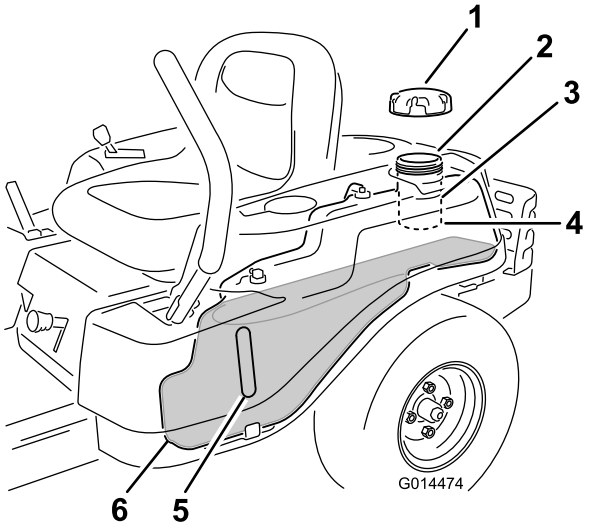

Figuur 9
Opmerking: Gebruik het brandstofvenstertje om voor het tanken na te gaan of er zich brandstof in de tank bevindt (Figuur 9).
2. **Traag** gewone, ongelode benzine toevoegen tot de brandstof tot de onderkant van de vulbuis reikt (Figuur 9).